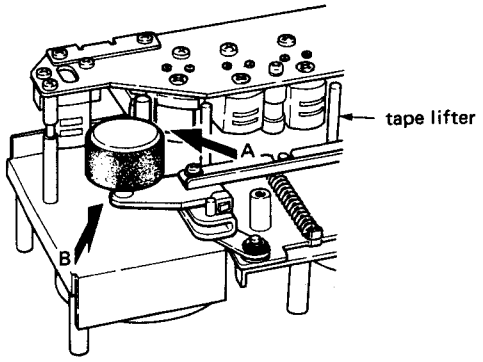
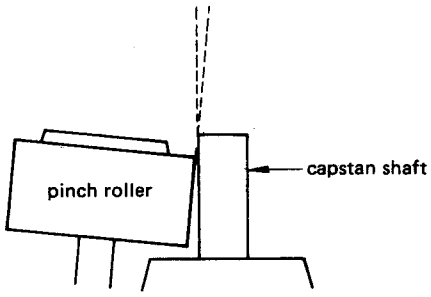

Fig. 2-12 Directions for pinch roller parallelism check
Fig. 2-13 View in direction A (example of non-parallelism)
1. Let pinch roller draw near toward capstan shaft by manually lifting up tape lifter shown in Fig. 2-12.
2. Check pinch roller/capstan shaft parallelism viewed from direction of arrow A shown in Fig. 2-12. (Refer to Fig. 2-13, 14.)
(1) Use the jig as near as possible to the pinch roller spindle.
(2) Do not touch the surface of spindle.
(3) Use no other tool for this adjustment!.
4. Remove pinch roller, then push up tape lifter to visually align pinch roller spindle with the capstan shaft viewed from direction of arrow B in Fig. 2-12.
1. 図2-12に示すテープ・リフタを手で押し上げ，ピンチ・ローラをキャプスタン・シフトに近づける.
2. 図2-12に示すA方向から見て，ピンチ・ローラとキャプスタン・シャフトの平行度をチェックする.
4. 次にピンチ・ローラを外し，テープ・リフタを上げ，図2-12のB方向から見てピンチ・ローラとキャプスタン・シャフトの平行度をチェックする.